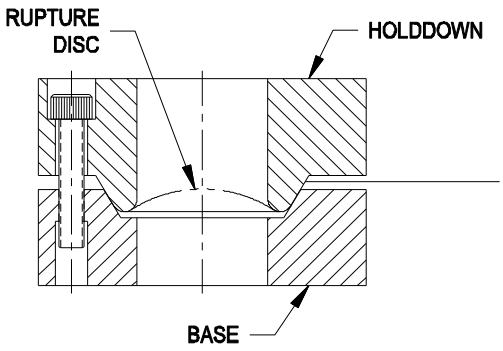

Figure 5 - Insert Style Holder
1. Place new rupture disc in base of the rupture disc holder with tag labeled “vent side” pointing in the same direction as base flow arrow (See Figure 5).